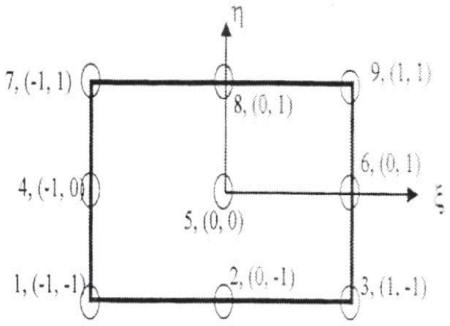

Figure 1
b) Using Lagrange functions write shape functions for the nine nodded rectangular element as shown in Figure 1. **[8]**